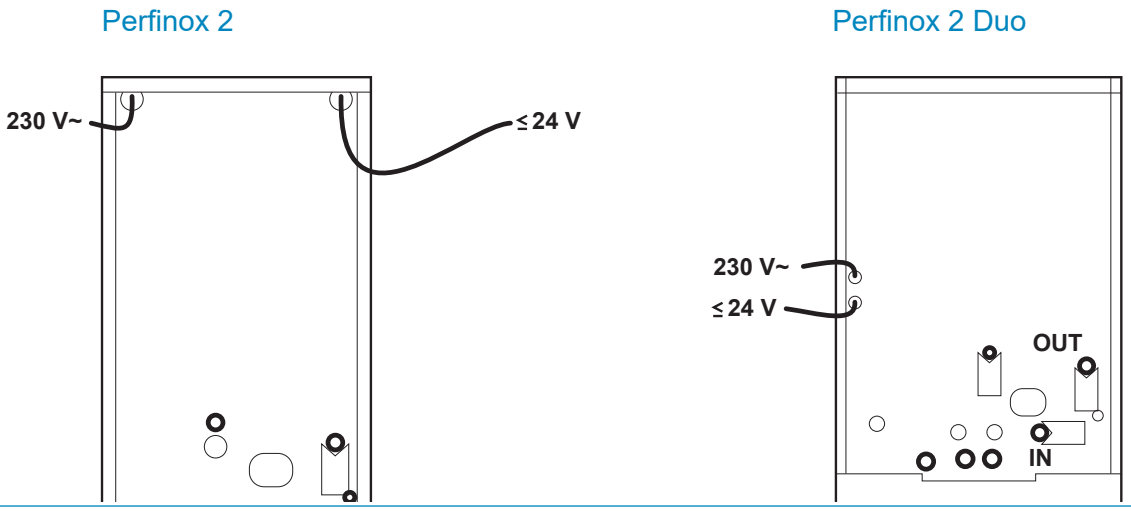
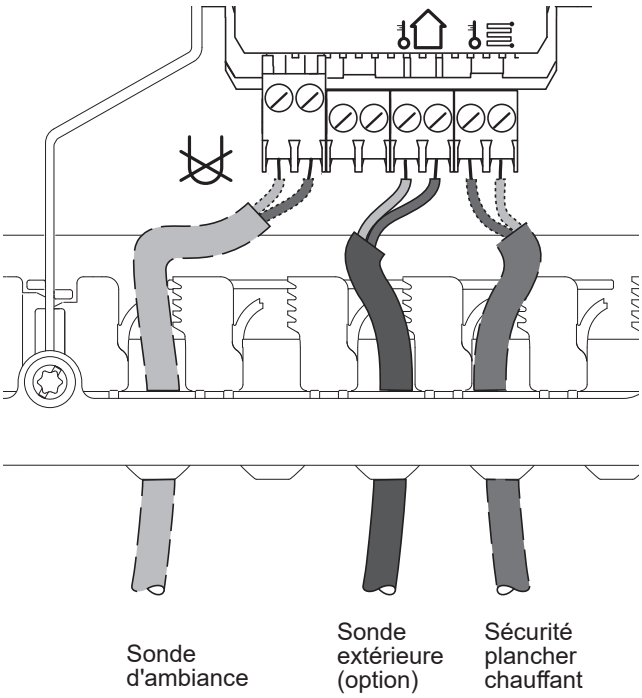

fig. 21 - Chemin de câbles (extérieur chaudière)
fig. 25 - Accès borniers TBTS
- Effectuer les raccordements suivant les schémas (*fig. 21* et *fig. 25*).